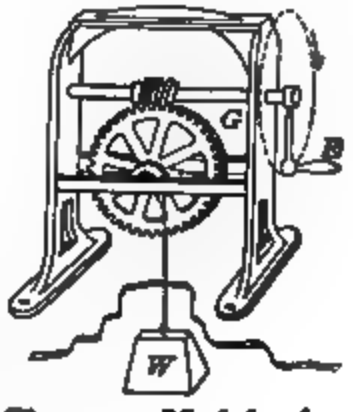

Fig. 49. Model of a worm gear.
40. The worm gear. A worm gear is another device for getting a large mechanical advantage. It consists of a screw thread on a shaft which is tangent to a cogwheel, as shown in figure 49. One revolution of the shaft rotates the cogwheel the distance between two cogs. Therefore, if the cogwheel has n teeth, the shaft turns n times as fast as the wheel. Thus the mechanical advantage of such a worm gear is equal to the number of teeth on the wheel.
10. In the worm gear shown in figure 49, the wheel G has 98 teeth, and its drum is 8 inches in diameter. The worm is turned by a crank handle E which is 15 inches long. (*a*) What is the velocity ratio? (*b*) How great a weight W could be lifted by an effort of 20 pounds?